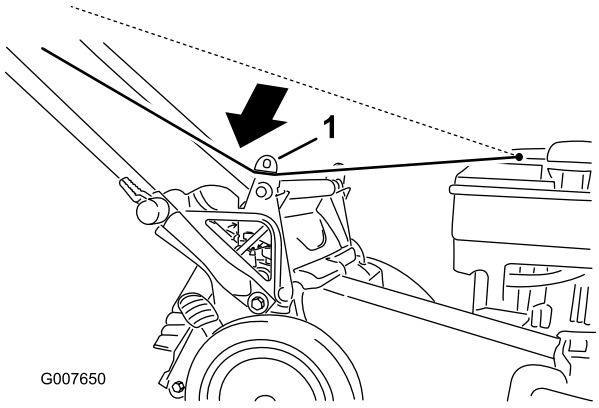

Figur 23
1. Før startsnoren rundt den nedre snorføreren (Figur 23).